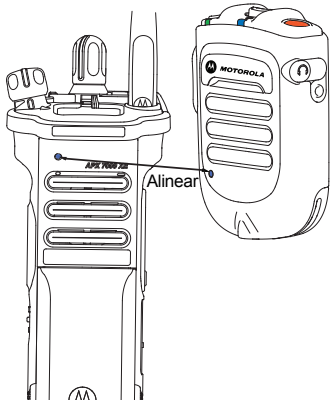

Figura 2.10: Emparejamiento de su WRSM
2. Coloque el punto azul (punto de conexión segura) en el WRSM a 2,5 centímetros (una pulgada) de distancia del punto azul (punto de conexión segura) de la radio. Consulte la Figura 2.10.